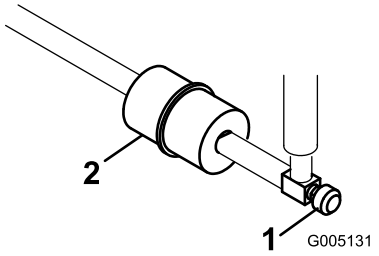

Figur 45
Et filter er bygget inn i drivstoffslangen mellom drivstofftanken og forgasseren (Figur 45). Pass på at pilen på filteret peker bort fra drivstofftanken.
1. Lukk bensinkranen, løsne slangeklemmen på forgassersiden av filteret og fjern bensinslangen fra filteret (Figur 45).
2. Plasser et tappefat under filteret, løsne den gjenværende slangeklemmen, og ta ut filteret (Figur 45).